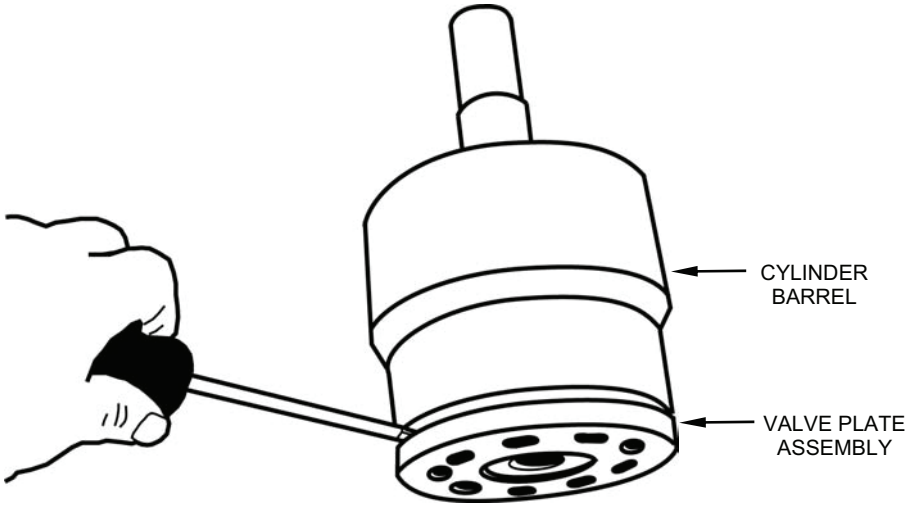

Figure 28. Removing Valve Plate Assembly from Cylinder Barrel.
r. Using a flat tip screwdriver, carefully pry the valve plate assembly off the cylinder barrel (see Figure 28).